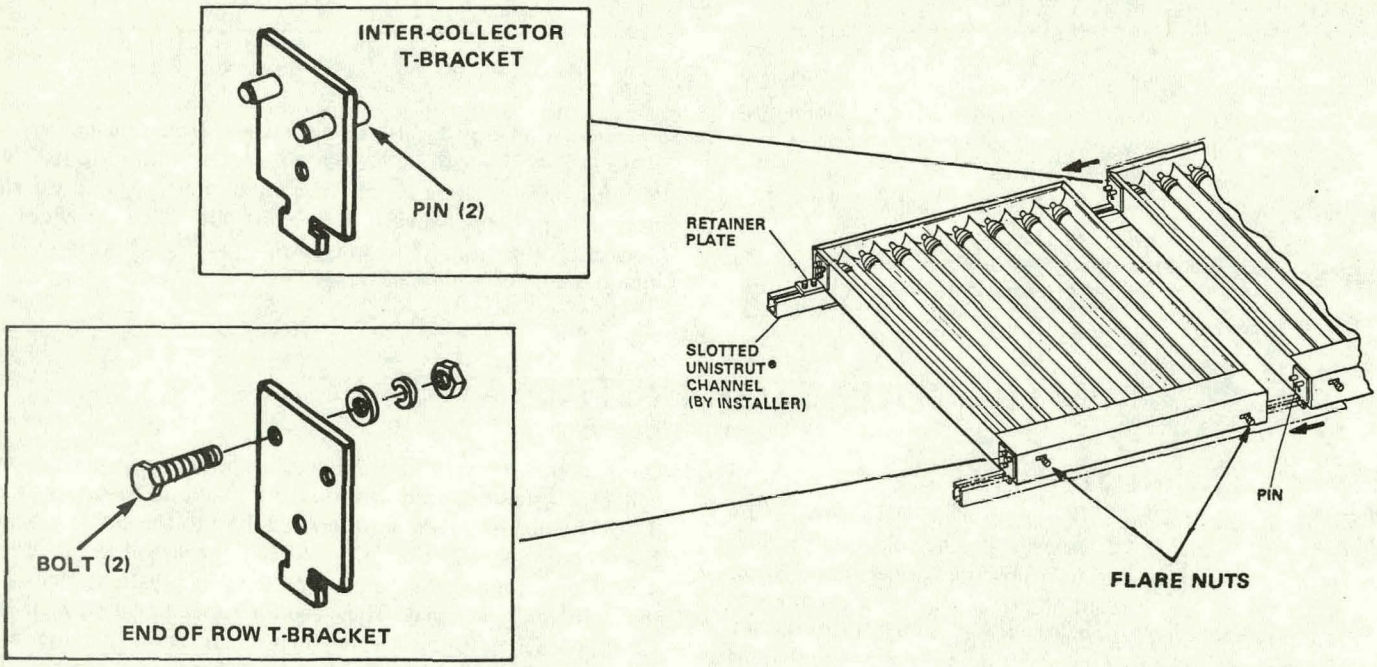
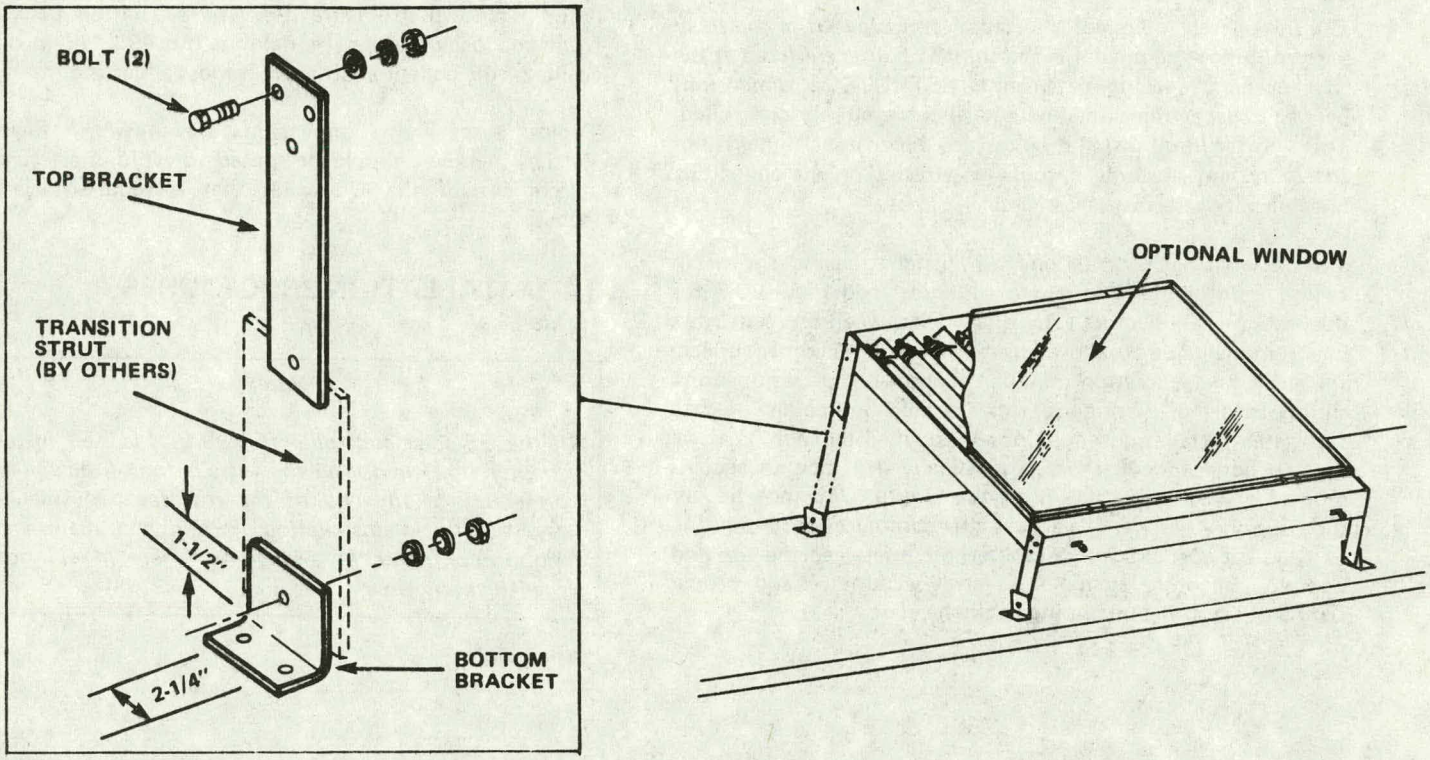
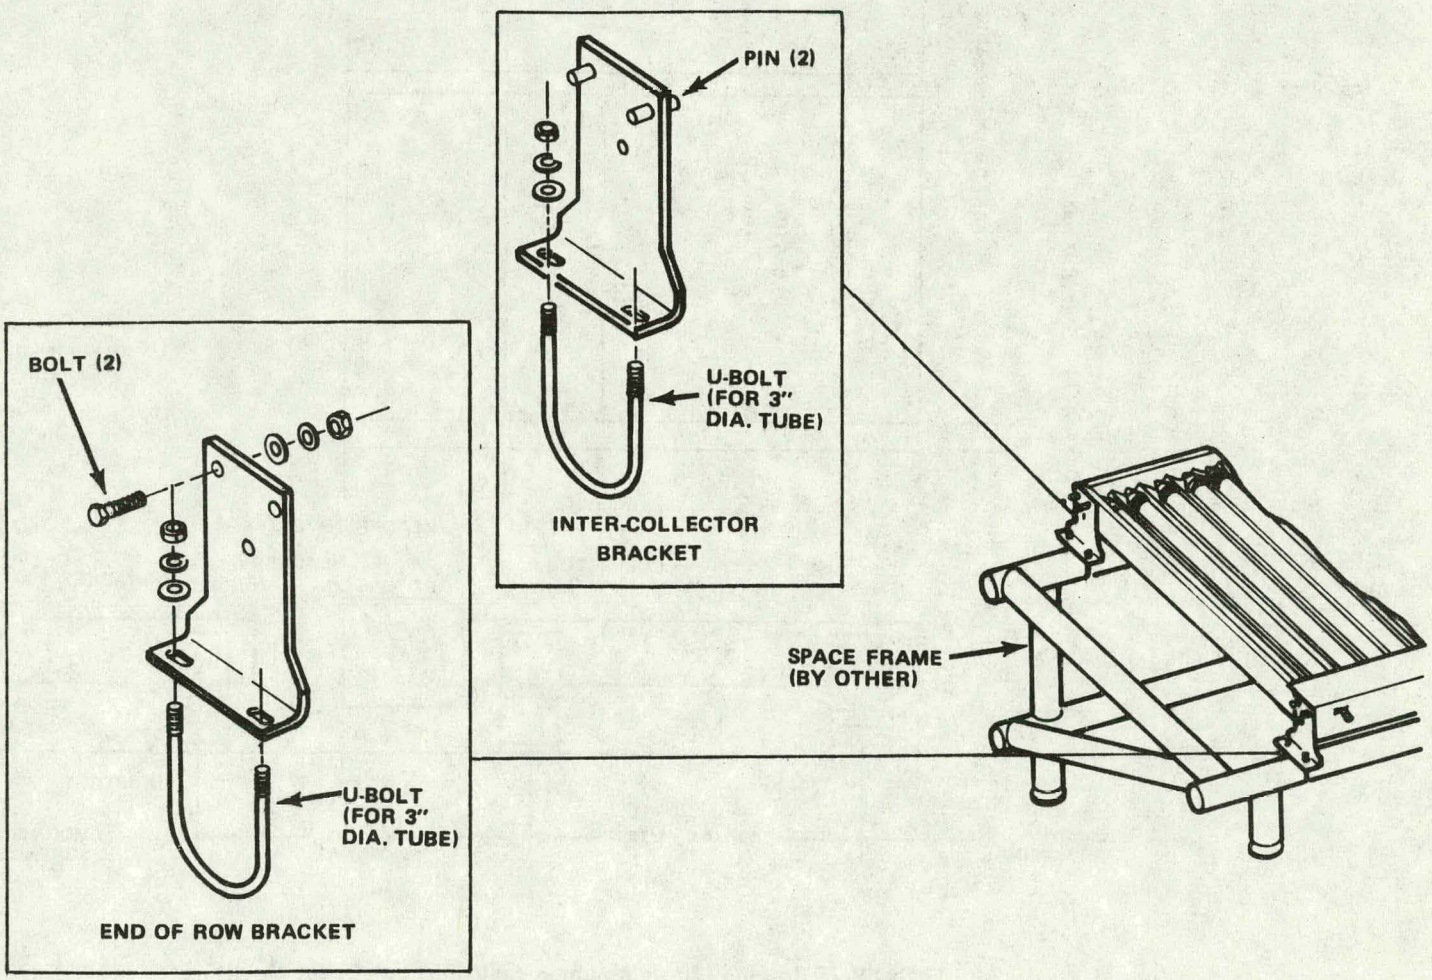

Figure 3-3. Direct Mounting Kits
Figure 3-4. Strut Mounting Kit
Figure 3-5. Space Frame Mounting Kit
Mounting Bracket Kits (Figures 3-3, 3-4 and 3-5) for either sloping surface, flat-roof or space frame applications are available. Direct mounting bracket kits (Figure 3-3) include T-brackets which lock the collector to commercially-available UNISTRUT® channels which are attached to the roof or other substructure. "Internal" brackets utilize pins while "external" brackets are bolted. The strut mounting option (Figure 3-4) offers a standard top and bottom bracket design for use with contractor-supplied transition struts. Space frame bracket kits (Figure 3-5) provide a standard L-bracket with a 3/8-inch threaded U-clamp for 3" diameter tubes. All three kit options include the required nuts, bolts and washers.
1. Direct mounting (Figure 3-3).
2. Strut mounting (Figure 3-4).
3. Space Frame mounting (Figure 3-5).
A collector mounting technique that utilizes a UNISTRUT channel attachment (Figure 3-3) provides a simple, quick installation and will also allow flexibility in the lateral positioning of the mounting brackets. By avoiding hard-mounting of individual collector support brackets, installation time can be reduced significantly in the alignment and attachment of brackets and collectors. Installation time can be further reduced by using the internal mounting brackets offered in the General Electric mounting kits which use pins rather than nuts and bolts for slide-on interconnection of adjacent collector panels.
In a strut-mounted installation (Figure 3-4), hard mounting of individual collector support brackets is required to provide rigid support. Strut mounting will be somewhat more time consuming than a direct mounting in terms of both alignment and attachment. Cross-bracing may be required for lateral support.
A "U-clamp" attachment, (Figure 3-5), can effectively be used for most space-frame applications. Like the "T-bracket" design used with a UNISTRUT channel, "U-clamp" brackets use both pins and bolts for ease of installation.
1. Install all transition struts (Figure 3-4) and top brackets to the bottom brackets.
3. Position the collector on the space frame (flare nuts down) at the end of the row and loosely install the U-clamps (Figure 3-5). Slide the intercollector bracket so that the pins are inserted into the collector.